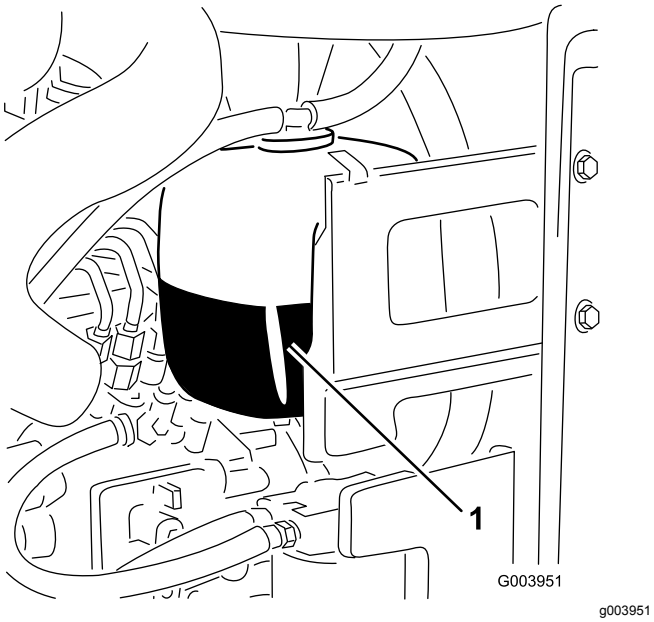

Figur 47
1. Kontroller kjølemiddelnivået i ekspansjonstanken (Figur 47).